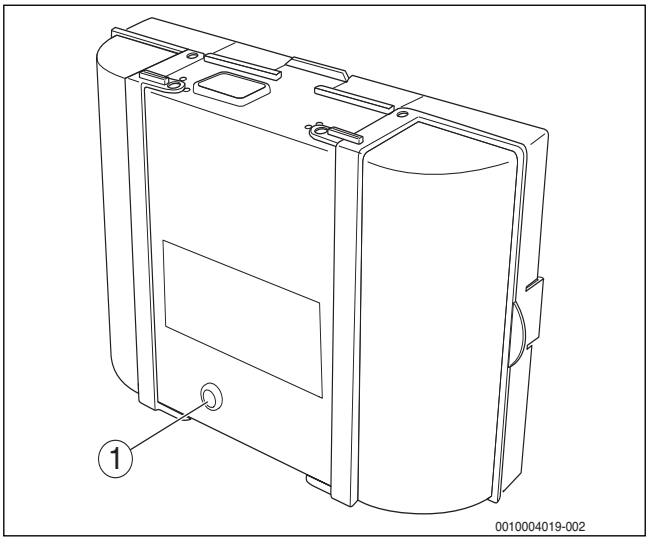

Fig. 83 Remise à zéro des défauts sur le coffret de contrôle de combustion
- Appuyer sur la touche de « réarmement » sur le coffret de contrôle de combustion (→ fig. 83).